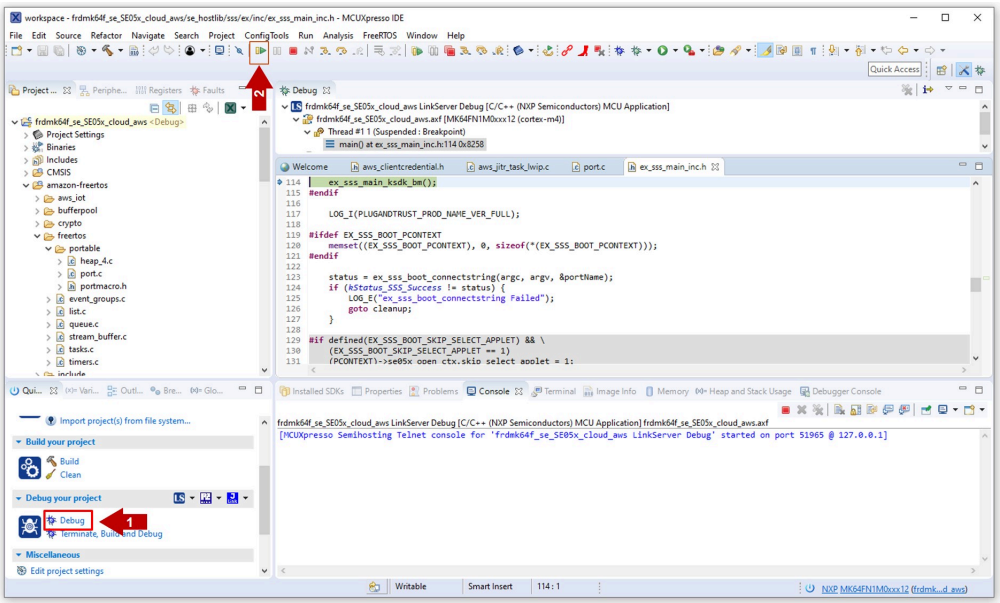

Figure 49. Debug AWS project
5. Go to the MCUXpresso Quickstart Panel and click ***Debug*** button, wait a few seconds until the project executes and click on ***Resume*** to allow the software to continue its execution as shown in Figure 49: